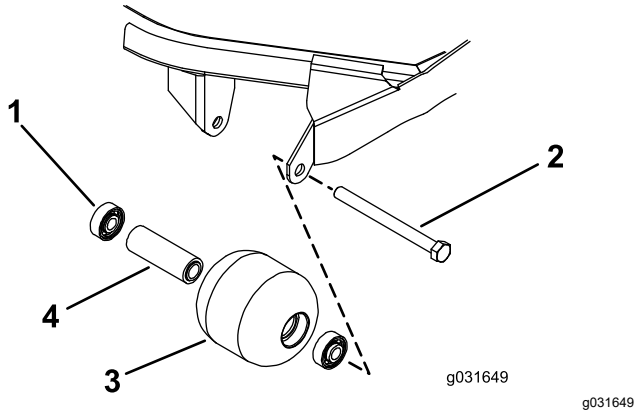

Figur 72
1. Ta bort rullarnas fästbult (Figur 72).
4. Kontrollera att rullkåpan, lagren och lagrets distansbricka är i gott skick (Figur 72).
1. Tryck endast på den yttre lagerbanan eller lika mycket på den inre och yttre lagerbanan, och tryck in det första lagret i rullkåpan (Figur 72)
2. För in distansbrickan (Figur 72).
3. Tryck endast på den yttre lagerbanan eller lika mycket på den inre och yttre lagerbanan, och tryck in det andra lagret i rullkåpan tills det vidrör distansbrickan (Figur 72).